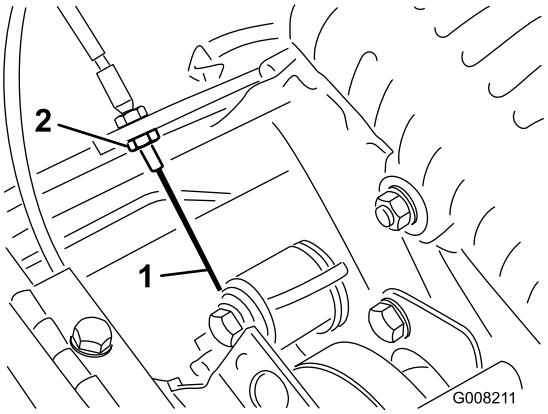

Figuur 42
3. Om de kabel strakker te zetten, moet u de voorste contramoer op de kabel losdraaien en de achterste contramoer aandraaien (Figuur 42) totdat een kracht van 3 tot 4 kg nodig is om de rem in werking te stellen. Meet de kracht bij de bedieningsknop.